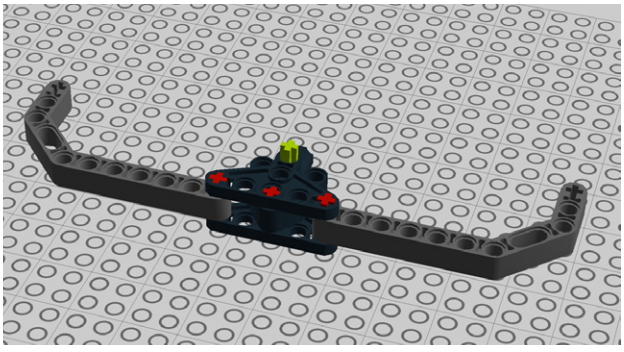

Figure 1-11. *Step 7: Inserting a cross axle with a bit coming out of both ends*
7. Slide a 3M cross axle through the top hole of the triangular plates, leaving enough room for a half bush on the top and bottom. Figure 1-11 shows the arrangement.